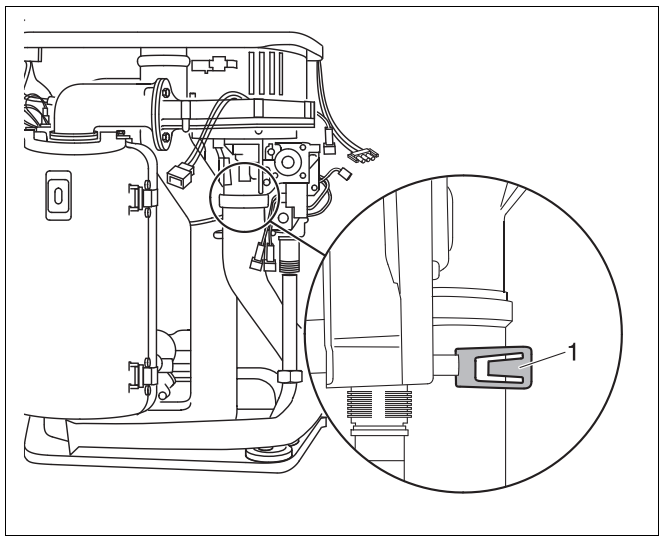

Rys. 45 Wyjęcie rury zasysającej powietrze
- Odchylić blachę zabezpieczającą (rys. 45, **poz. 1**).